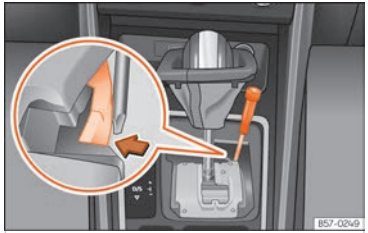

Fig. 92 Palanca selectora: desbloqueig d'emergència en la posició d'aparcament.
- Amb ajuda de la part plana d'un tornavís, premeu lateralment la pestanya groga i mantingueu-la pressionada ››› fig. 92.